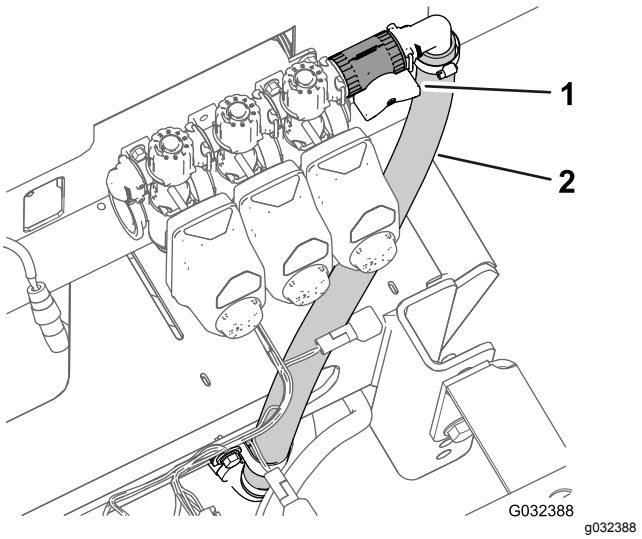
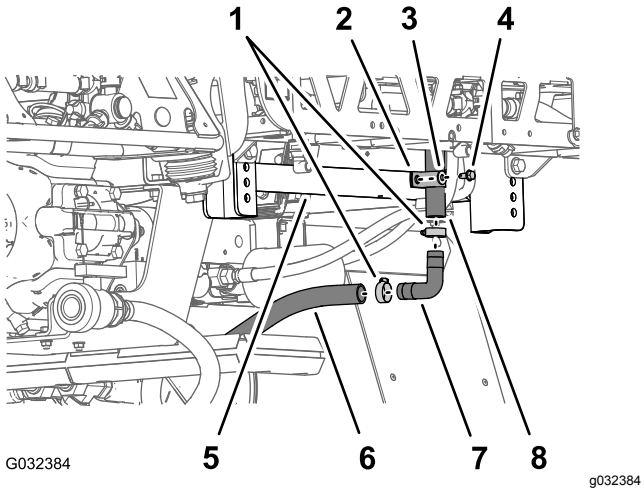

Figur 50
Figur 51
1. Vid den nedre ändan av den övre förbikopplingsslangen tar du bort flänsskruven (5/16 x 3/4 tum), brickan (5/16 tum) och R-klämman som fäster den övre förbikopplingsslangen vid maskinens bakre sätesplatta (Figur 50 och Figur 51).
2. Ta bort de två slangklämmor som fäster den övre överströmningsslangen och den nedre överströmningsslangen vid 90-graderskopplingen med hulling (Figur 51).
3. Ta bort 90-graderskopplingen med hulling från slangarna (Figur 51).
5. Ta bort T-kopplingen från tömningsventilslangen och den bakre tanktömningsslangen (Figur 51).